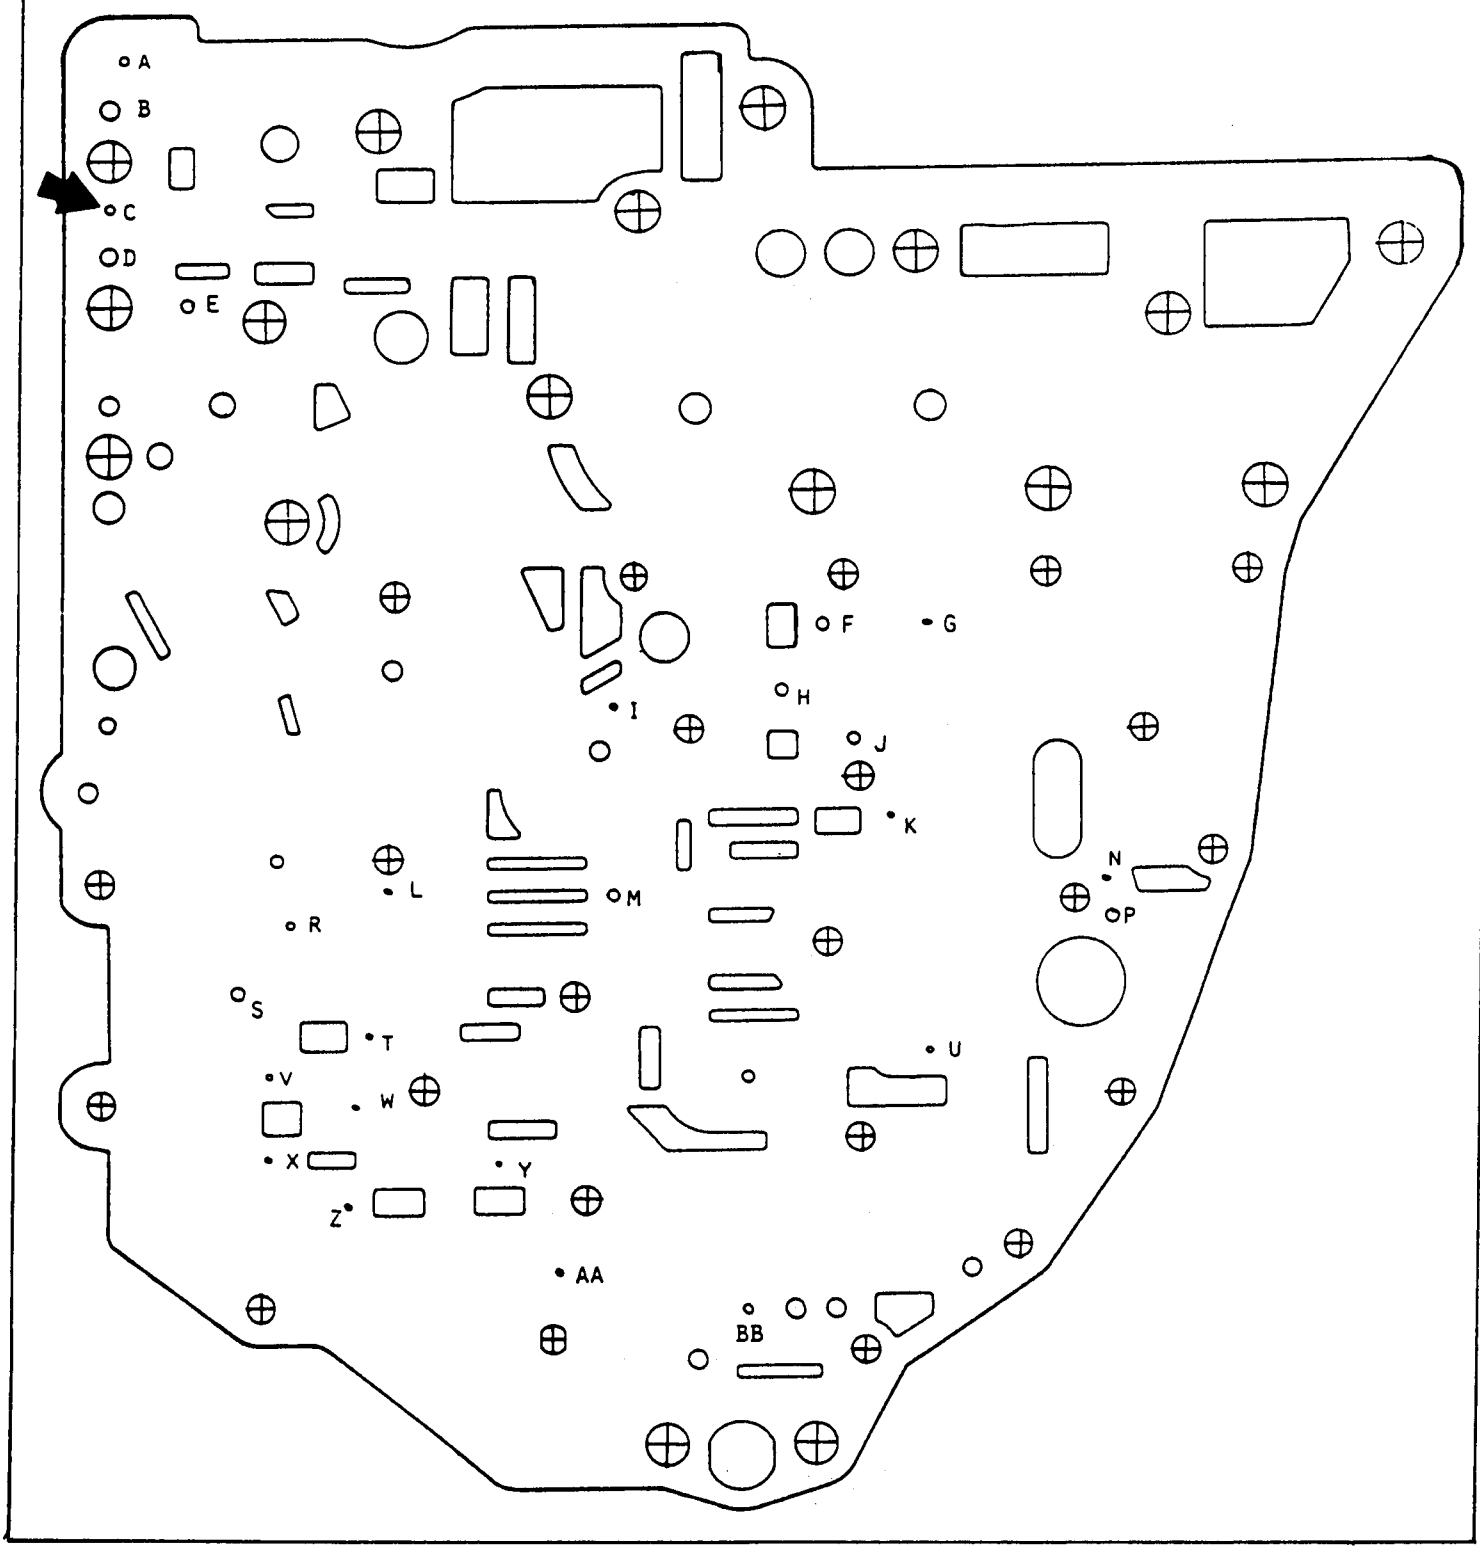

Figure 4
(5) SPACER PLATE - The new Spacer Plate has a larger (.105") overdrive clutch feed orifice to provide increased oil flow to the overdrive clutch circuit (See Figure 4).
(6) TRANSAXLE CONTROLLER - If the Transaxle Controller is part number 5234623 or 5234649, REPLACE it with a 5234678 controller.